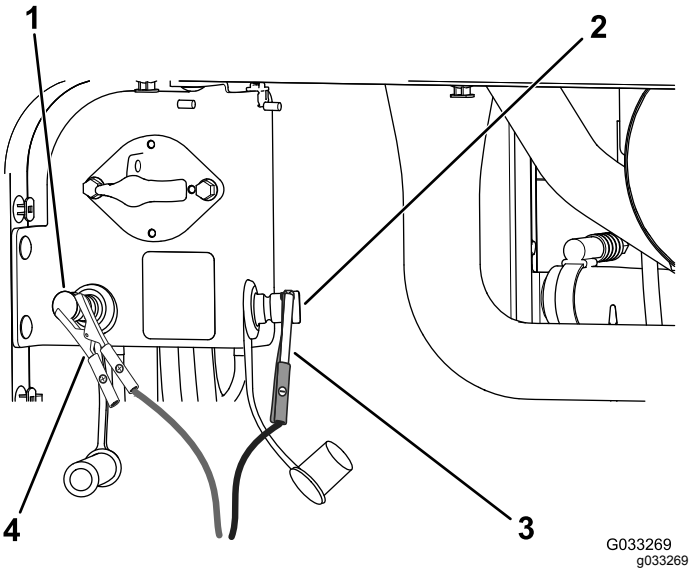

Figur 98
4. Tilslut den positive ledning fra batteriopladeren til batteriets positive startpol (Figur 98).
5. Tilslut den negative ledning fra batteriopladeren til den negative startpol (Figur 98).
7. Når batterierne er fuldt opladede, skal du tage opladeren ud af strømkilden og dernæst frakoble opladningskablerne fra startpolerne (Figur 98).